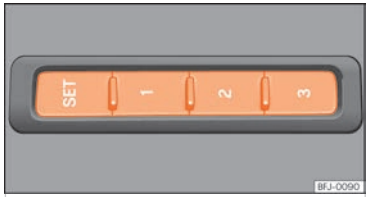

Fig. 79 Al lateral exterior del seient del conductor: tecles de memòria.
- Premeu la tecla SET durant més d'1 segon ››› fig. 79.